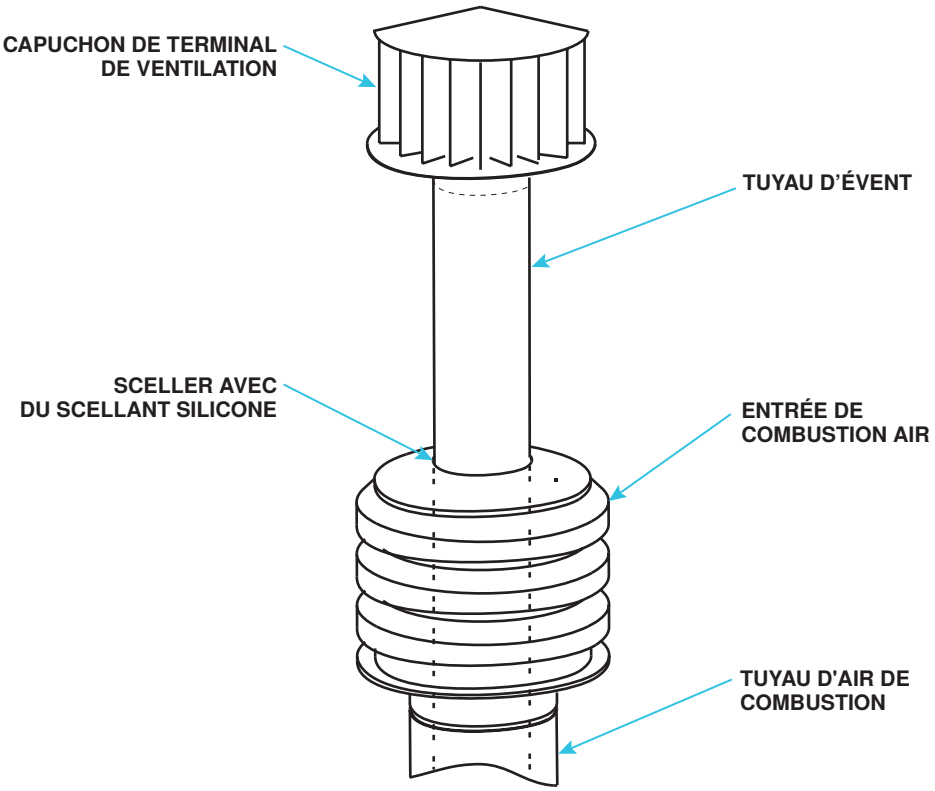

**Figure 24. Installation de l'entrée d'air de combustion et du terminal de ventilation**
8. Installez l'entrée d'air de combustion (voir **Figure 24**) :
9. Installez la terminaison d'échappement (voir **Figure 24**) conformément à la **Figure 13**.